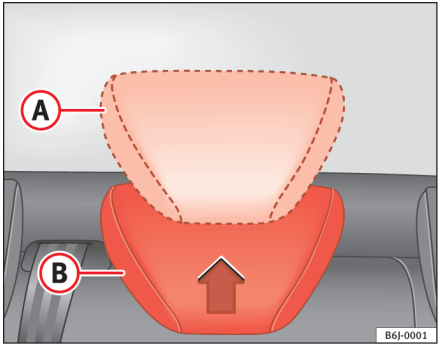

Fig. 5 Indstilling af hovedstøtter bagi
- Hævet position eller brugsposition (A) ⇒ fig. 5. I denne position fungerer hovedstøtten som en almindelig hovedstøtte, og sammen med sikkerhedsselen beskytter den bagsædepassageren.
- Hvileposition (B) ⇒ fig. 5. I hvileposition er førerens udsyn bedre.